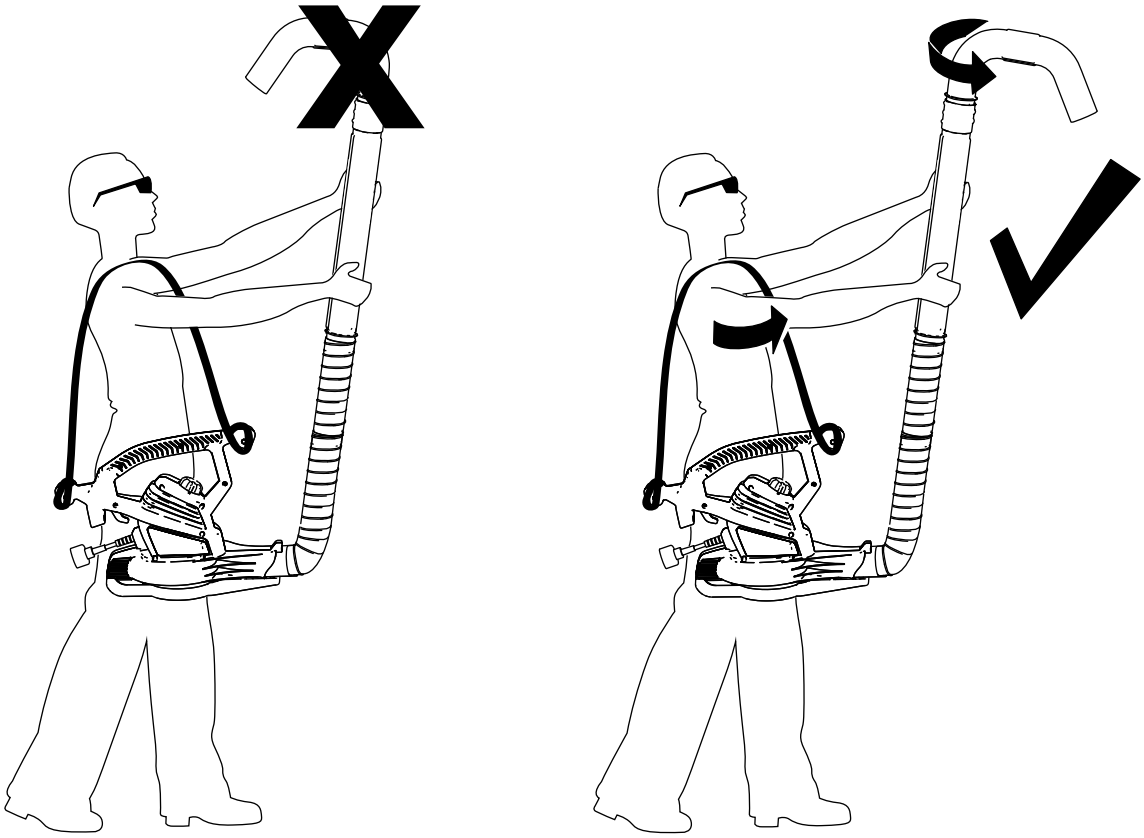

Figure 4
1. Tenez le tube des deux mains, appuyez le souffleur contre votre hanche, l'embout vers l'extérieur, et dirigez l'entrée vers le sol (Figure 4).